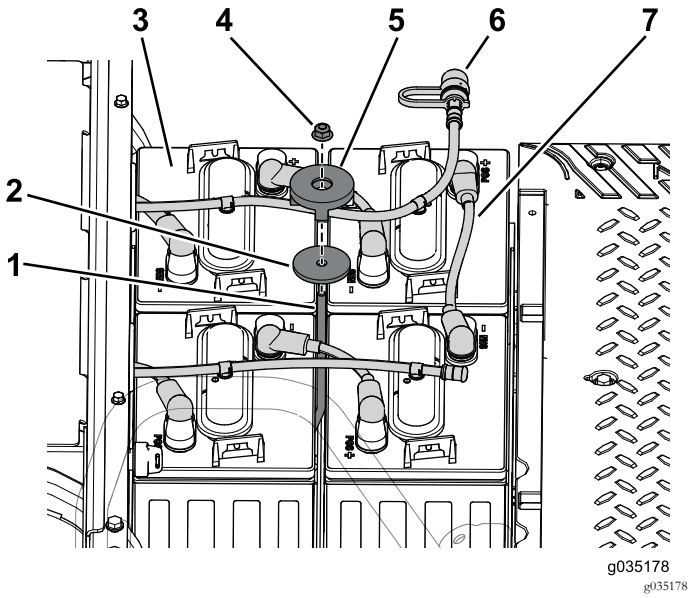

Figura 97
1. Instale las 4 baterías en la bandeja de baterías delantera (Figura 97).
2. Utilice la varilla de sujeción, la arandela, la pieza de sujeción y la contratuerca para sujetar las baterías a la bandeja de baterías (Figura 97).
3. Conecte los cables de batería al borne positivo (+) de las baterías (Figura 97).
6. Conecte la manguera de agua a las baterías (Figura 97).